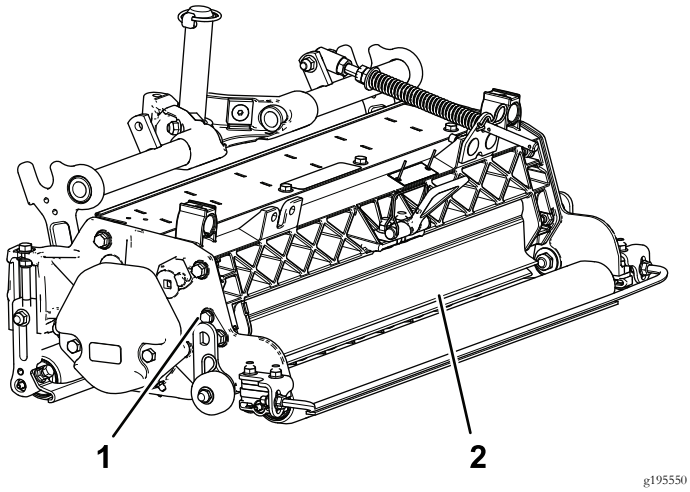

Figur 10
1. Løsn boltene på græsafskærmningens drejetap (Figur 10).
2. Drej græsafskærmningen til den ønskede placering og stram boltene (Figur 10).